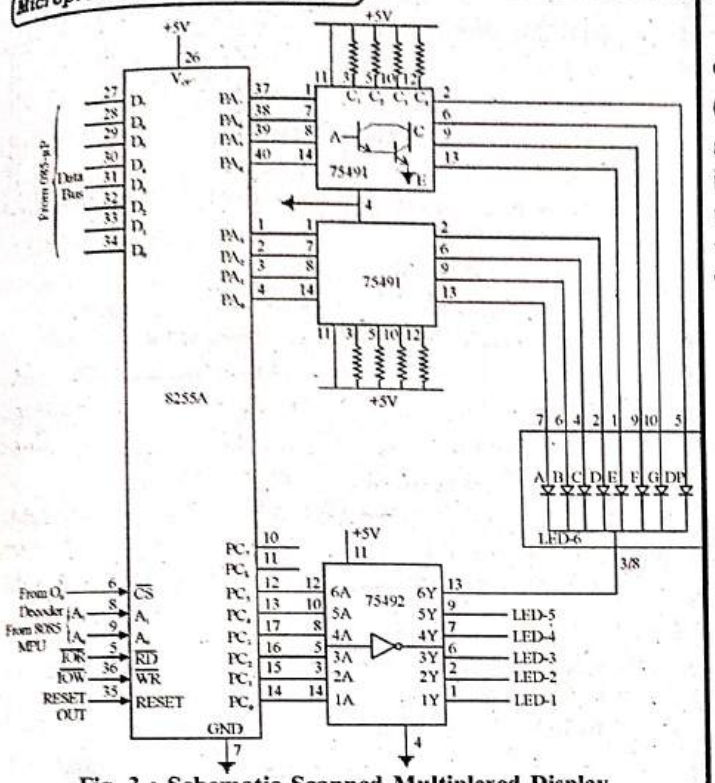

Fig. 3 : Schematic Scanned Multiplexed Display
(5) Each seven segment LED is turned on an off sequentinally.
(6) The cycle is repeated fast enough that hte display appears stable. This is known as scanned displays.
(7) SN 75491 Segment Driver
- To dirve eight data lines, we need two devices as shown in Fig.3.